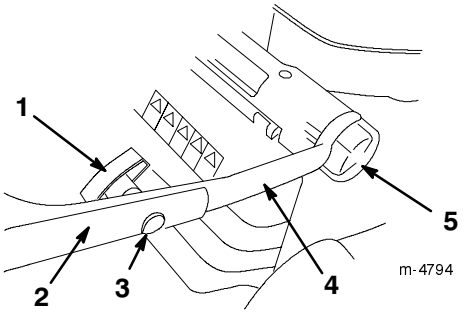

Bild 2
1. Lockern Sie die Höheneinstellräder am Griff und drehen das Unterteil des Griffs in Richtung Rückseite des Rasenmähers, bis es auf der in Bild 2 dargestellten Höheneinstellung ist. Beachten Sie zum Einstellen der Griffhöhe bitte *Einstellen der Griffhöhe*, Seite 9.
3. Sichern Sie den oberen Handgriffteil mit den Ovalkopfschrauben und Handschrauben am unteren Teil ab (Bild 2). **Ziehen Sie die Schrauben gut fest.**
Sie können den Handgriff auf drei verschiedene Höhen einstellen: hoch, mittel und tief (Bild 2). Wählen Sie die Griffhöhe, die für Sie am bequemsten ist.